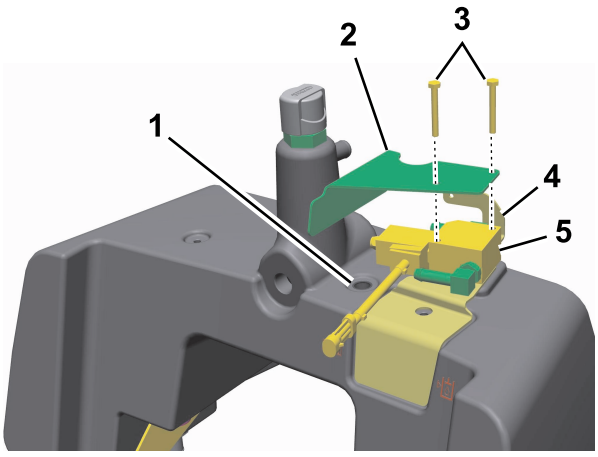

Figur 5
15. Monter den 90-graders hydrauliske koblingen med kant på den hydrauliske hovedtanken (Figur 5).